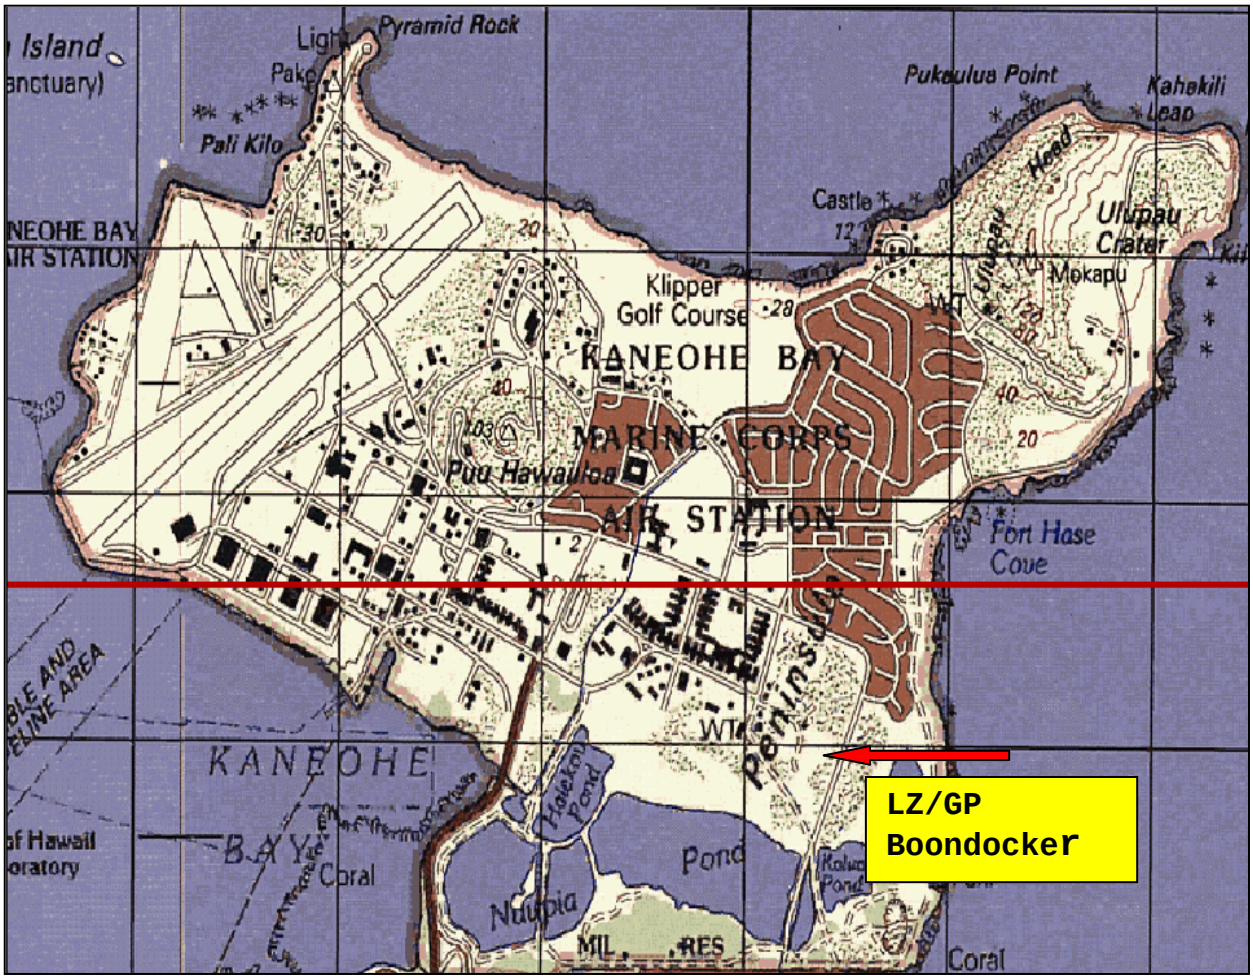

Figure 6-1 Location of LZ/GP Boondocker
a. CG Boondocker is comprised of four GPs. It is the primary LZ for the BTA and is located in the open field 250 ft. by 300 ft. located inside the BTA (see Figure 6-1). The GP is approximately 350 meters southeast of the Boondocker replacement theater. This GP is normally used as a tactical LZ for troop inserts/extracts and SPIE/rappelling. The area surrounding the GP houses endangered water birds in the adjacent Nu'upia Ponds WMA and should be made well aware of. GP Boondocker usage must be coordinated and conducted to avoid adverse public reaction. Use of GP Boondocker will be tempered by operational training necessity. GP Boondocker may also be used as an LZ or a Command and Control TA.